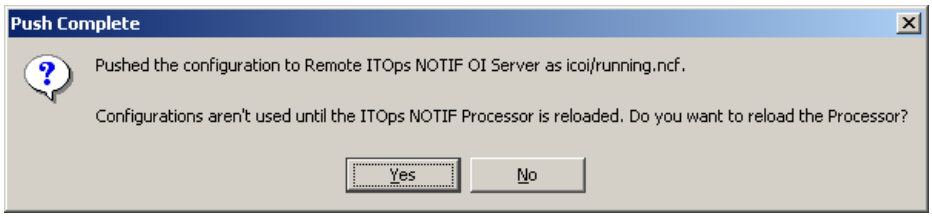

Figure 49 Push Complete dialog box
4. The **Push Complete** dialog box appears as shown in Figure 49 on page 82. This dialog confirms that the *.ncf file has been pushed to the remote server and prompts you to reload the EMC Smarts NOTIF processor on that server so that the new configuration takes effect.